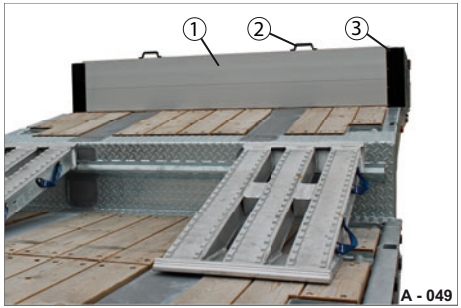

Abb. 58 Steckbare Bordwand
▶ Heben Sie die Bordwand (Abb. 58/1) an den Handgriffen (Abb. 58/2) komplett aus den Eckrungen (Abb. 58/3) heraus.